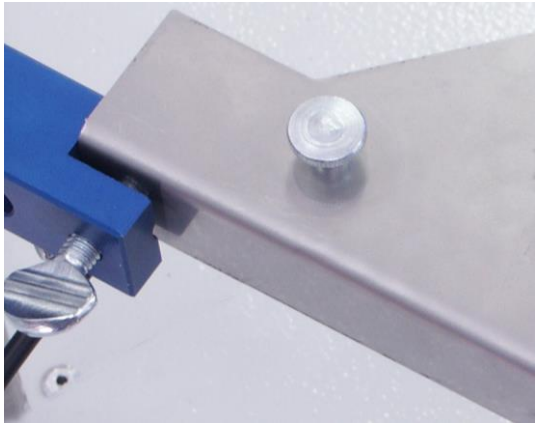

Fig. 6: Befestigung der Traverse in der Doppelmuffe.
- Traverse in den Schlitzen der beiden Doppelmuffen einspannen, Masse am Faden befestigen und am Längensteller Pendelhöhe angleichen (Fig. 6).